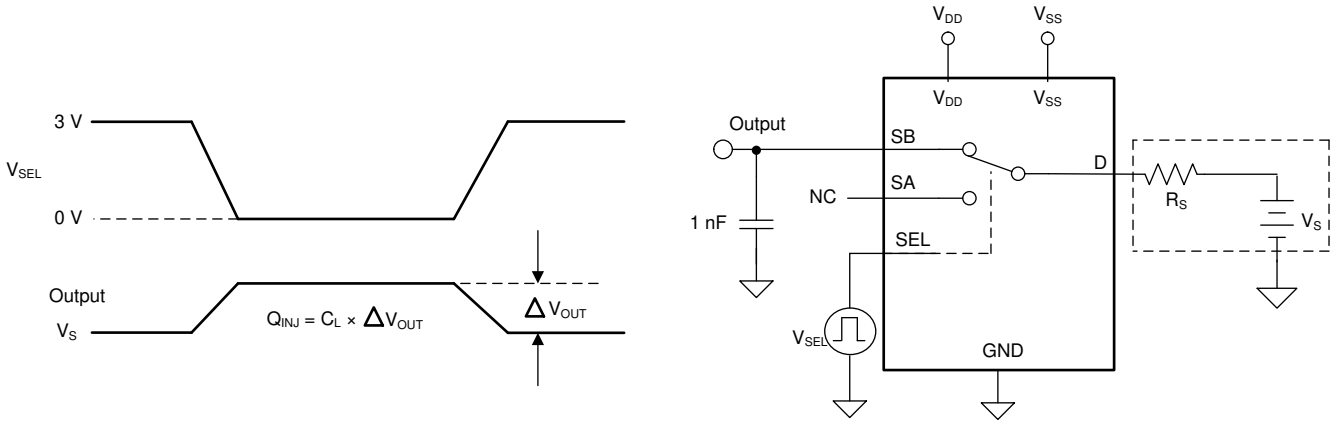

图 6-6. 电荷注入测量设置
TMUX6136 具有简单的传输门拓扑。NMOS 和 PMOS 晶体管之间电容的任何不匹配都会导致在栅极信号的下降沿或上升沿期间向漏极或源极注入电荷。注入器件源极的电荷量称为电荷注入，用符号 Q_{INJ} 表示。图 6-6 展示了用于测量从漏极 (D) 到源极 (Sx) 的电荷注入的设置。